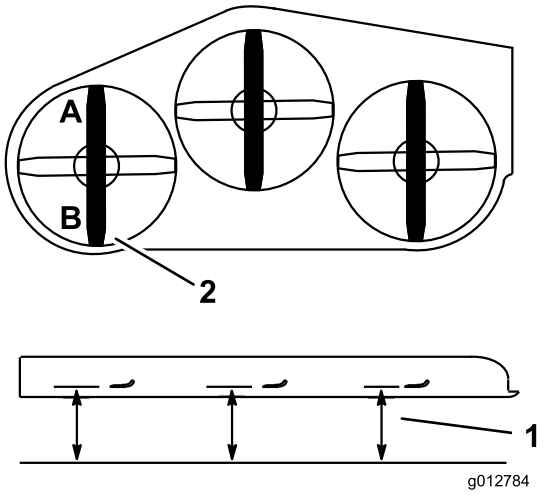

Figura 85
2. Mida la cuchilla izquierda en la posición **A** desde una superficie nivelada hasta el filo de corte de la punta de la cuchilla, y anote esta medida (Figura 85).
3. Mida la cuchilla izquierda en la posición **B** desde una superficie nivelada hasta el filo de corte de la punta de la cuchilla, y anote esta medida (Figura 85).
4. La cuchilla del cortacésped debe estar entre 6 y 10 mm más baja en la posición **A** que en la posición **B** (Figura 85). Si no es correcta la distancia, continúe con los pasos siguientes.